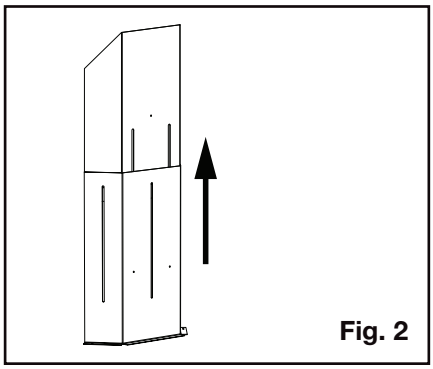

Fig. 2
2. Ajustez le bouclier d'évent à sa verticale maximale **(Figure 2).**